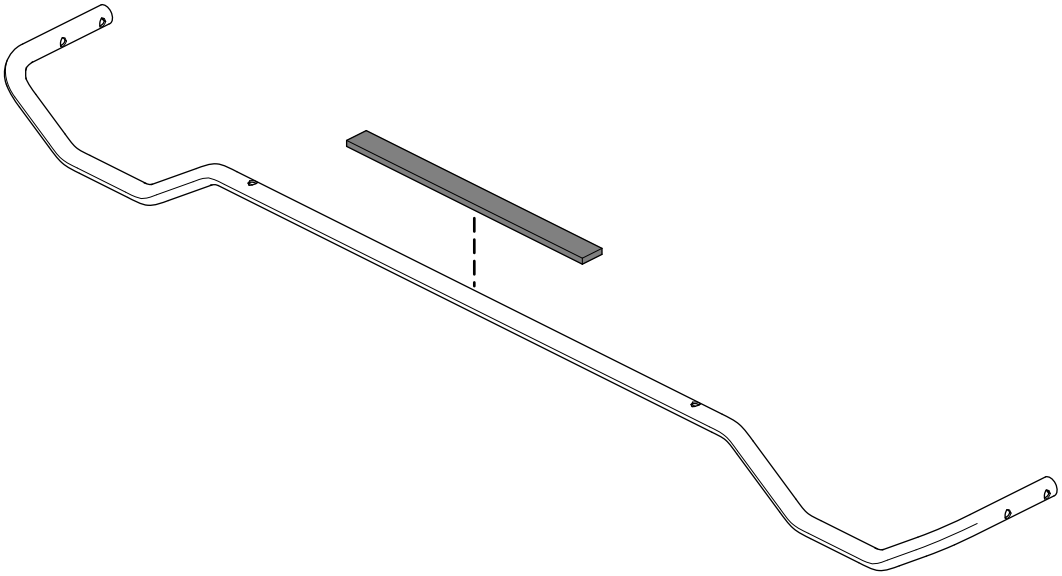

Rysunek 18
1. Nałóż podkładkę piankową na rurę wsporczą daszku (Rysunek 18).